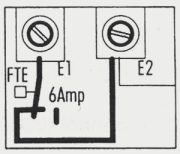

Fig. 10
C. Realice un puente entre las bornas E2 y E3; y entre E3 y E4. (fig.10).